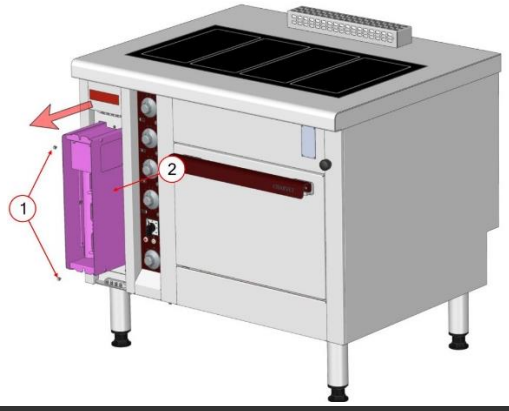

Fig. 9
- Déposer le caisson (Fig9 Rep1) en dévissant les 2 vis à chaque extrémité.
- Sortir le générateur (Fig9 Rep2).